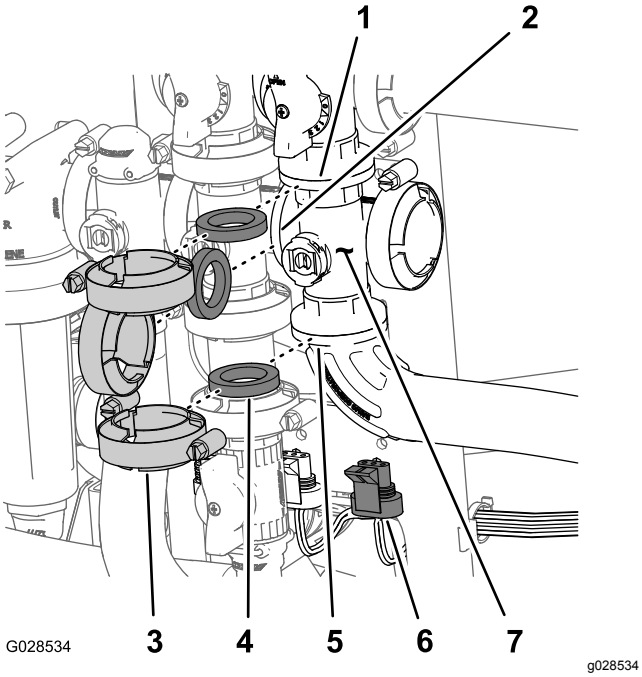

**Figur 92**
1. Fjern klemmene og pakningene som fester manifoldet for hovedbomventilen (Figur 92) til omløpsventilen for hovedbommen, risteventil og 90-graders flensvinkelrør (på enden av slangen til strømningsmåleren).